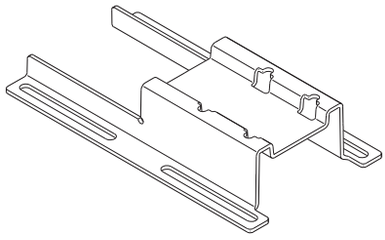

Рис. 35 Основание-адаптер
При разработке насосов CM особое внимание уделялось габаритным размерам, если сравнивать их с размерами насосов CH(N) и CHI(E) они значительно меньше. Также изменилось расстояние между напорным и всасывающим патрубком. Для замены насоса CH(N) или CHI(E) на насос CM можно использовать основание-адаптер рис. 35.